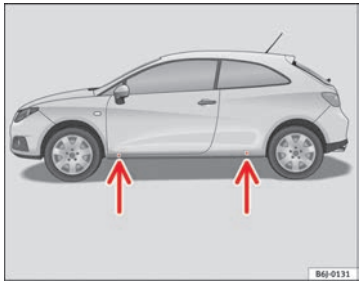

Fig. 134 Jack position points
– Locate the jacking point under the door sill closest to the wheel to be changed ⇒ fig. 134.
Recesses at the front and rear of the door sills mark the jacking points ⇒ fig. 134. There is only one jacking point for each wheel. Do not fit the jack anywhere else.